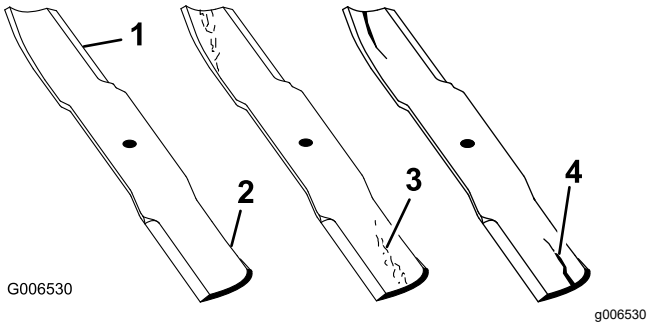

Figura 74
1. Inspeccione los filos de corte (Figura 74).
4. Si observa fisuras, desgaste o la formación de una ranura en esta zona, instale de inmediato una cuchilla nueva (Figura 74).